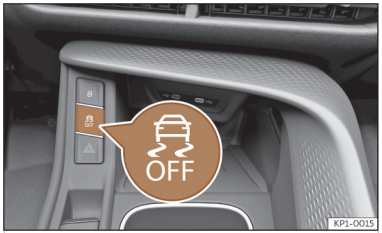

Abb. 121 Im unteren Bereich der Mittelkonsole: Taste zum Ein-/Ausschalten von ESC.
- Zum Ein- und Ausschalten von ASR, kurz die Taste in der Mittelkonsole drücken ››› **(Abb. 121)**.
- Zum Ein- und Ausschalten von ESC im Modus „Sport“, kurz die Taste in der Mittelkonsole drücken ››› **(Abb. 121)**.
- Zum Ein- und Ausschalten von ESC, die Taste in der Mittelkonsole länger drücken ››› **(Abb. 121)**.